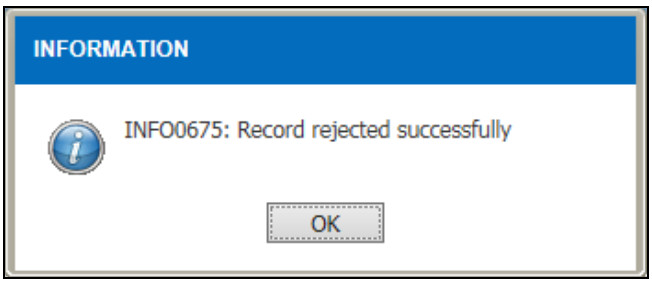

Figure 3.1.3-10 Information Message
- *Click on the* Yes *button to reject record and information message will be display as Figure 3.1.3-10*